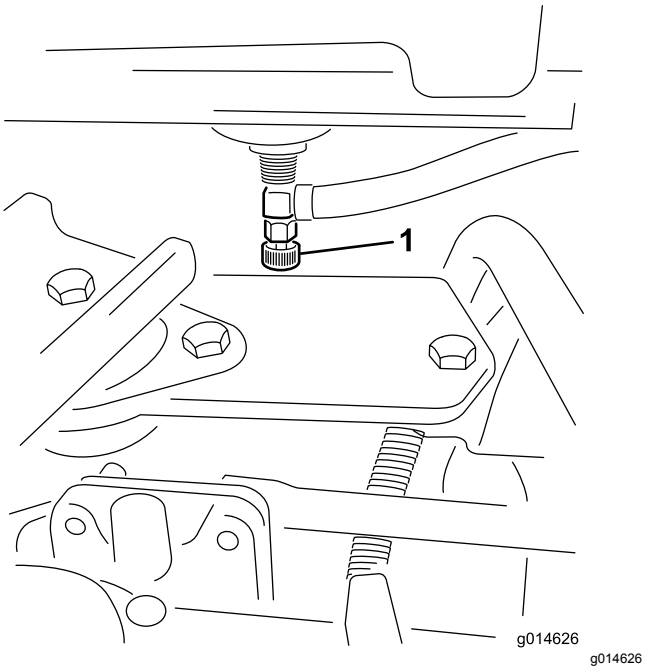

**Figur 32**
1. Stäng bränslekranen (Figur 32) under bränsletanken.